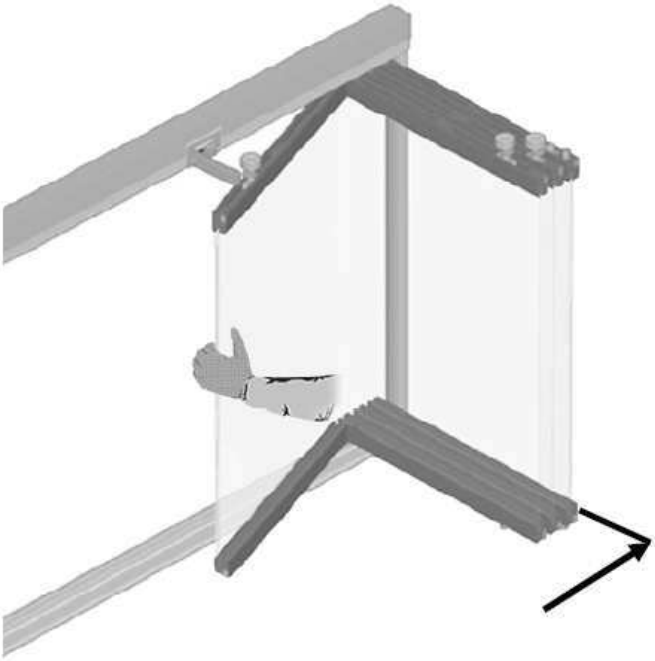

afb. 2.
2. De volgende vleugel rustig richting de parkeerpositie schuiven en doorschuiven totdat hij blokeert. Daarna deze 90° openen door de vleugel in het midden vast te pakken en naar binnen te draaien (afb. 2.).
3. Alle volgende vleugels openen zoals onder punt 2 (afb. 2)